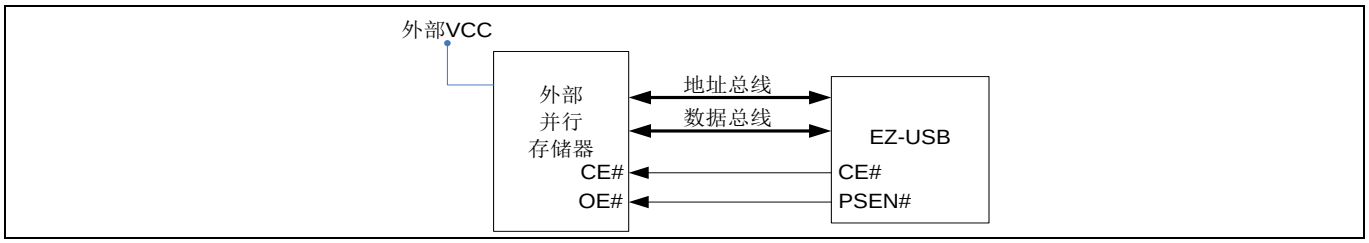

Figure 9 外部并行存储器的连接详情
4. 用于进行测试的 WinBond W27C512-45Z 并行 EEPROM 具有访问时间为 45 ns。更多有关 W27C512-45Z 的信息，请参见 **W27C512 数据手册**。可以使用 Atmel AT27C512R 代替它。有关更多信息，请参考 **AT27C512R 数据手册**。**Figure 9** 显示的是外部并行存储器的连接详情。请确保该芯片具有足够的电源，某些芯片需要的电源比 DVK 支持的电源高。[1]